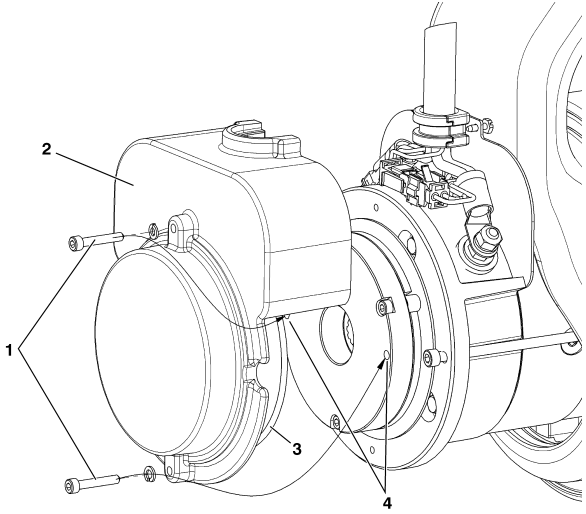

Fig. 4-3. Manuell frånkoppling
3. Ta bort **lockets två bultar (1), locket (2) och lockets O-ring (3)** från baksidan av drivmotorn.
4. Sätt in **bultarna (1)** i de **två frånkopplingshålen i bromshuset (4)** (se punkt 4 i fig. 4-3 Manuell frånkoppling).
7. När bogseringen är avslutad, sätt klossar för hjulen och **ta ut bultarna (1)** ur **frånkopplingshålen (4)**.
8. Sätt tillbaka **locket (2)**. Innan det installeras, kontrollera att **dess O-ring (3)** inte är skadad och byt ut den om så behövs.